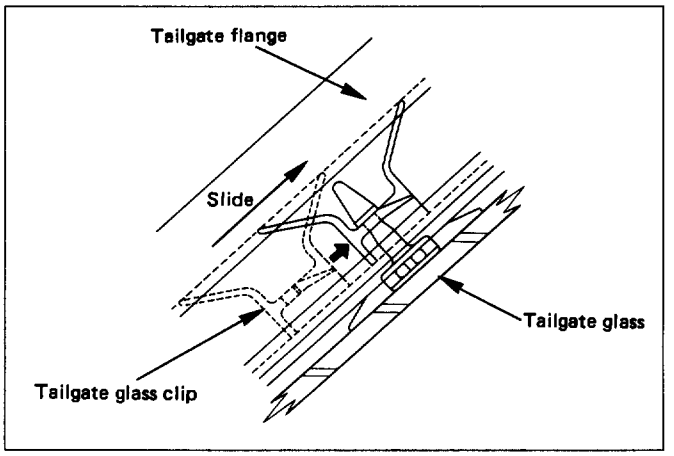

Fig. 10-272
1. **Tailgate glass clip (Fig. 10-272)**